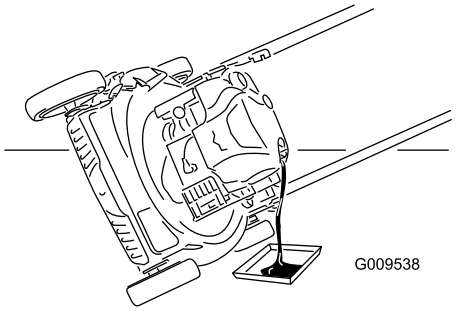

Figur 19
3. Tippa gräsklipparen på sidan (med luftfiltret uppåt) för att tömma ut den använda oljan genom påfyllningsröret (Figur 19).